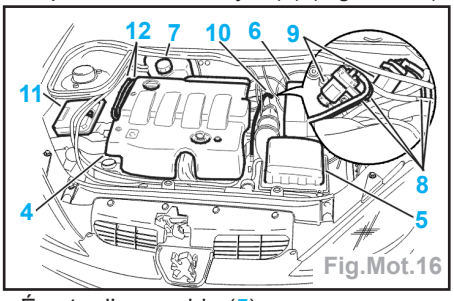

Fig.Mot.16
- Débrider le tuyau de direction assistée (2).
- Déposer la biellette anti-couple (3).
- Déposer le cache-style (4) (Fig.Mot.16).